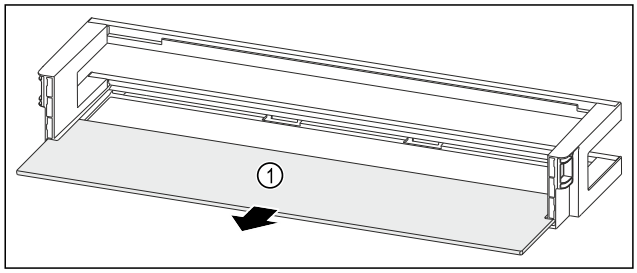

Fig. 56 Dveřní přihrádka s odkládací plochou
▶ Odkládací plochu *Fig. 56 (1)* odeberte.